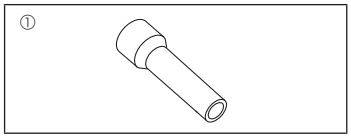

Fig. 1-1
1.6. Zubehör für die Außenanlage (Fig. 1-1) (ZM200/250, M200/250)